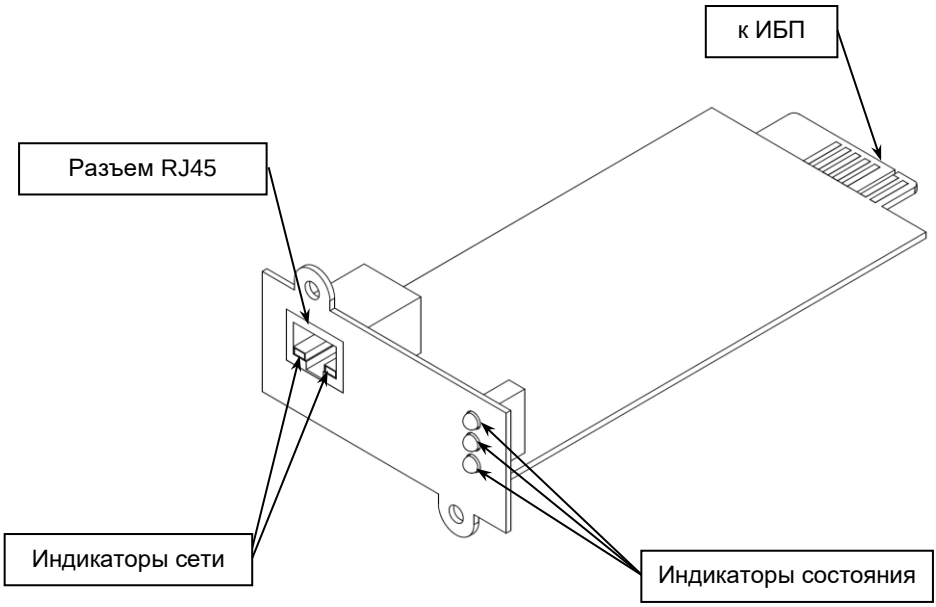

Рисунок 1 - общий вид изделия
- подключите кабель локальной сети к разъему сетевого подключения RJ45 на лицевой панели модуля (сетевой кабель в комплект поставки не входит), если подключение к локальной сети выполнено успешно, загорится индикатор сети (см. рисунок 1);